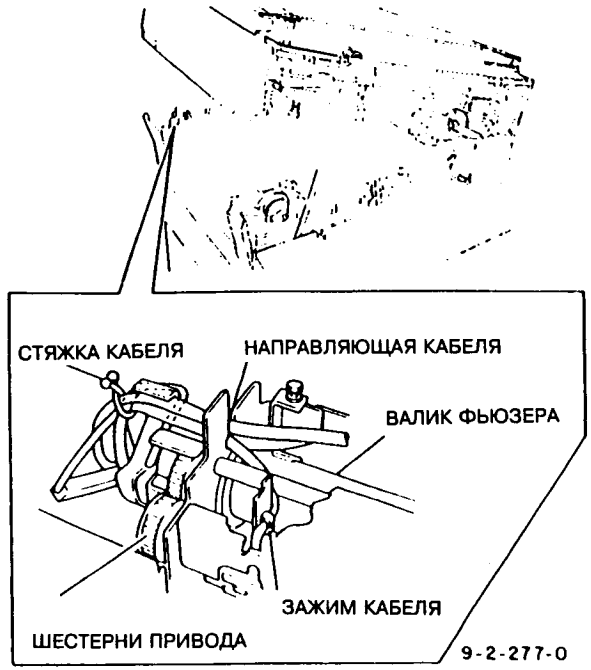

Рис.5 Прокладка жгута фьюзер
Обеспечить прокладку и закрепление жгута сзади узла фьюзера, как показано на рис.5, чтобы избежать соприкосновения с валиком фьюзера и шестернями привода.
(3) Тщательно провести и закрепить жгут сзади узла фьюзера, как показано на рис.5. Проверить, чтобы жгут не мог соприкоснуться с валиком фьюзера и шестернями привода.